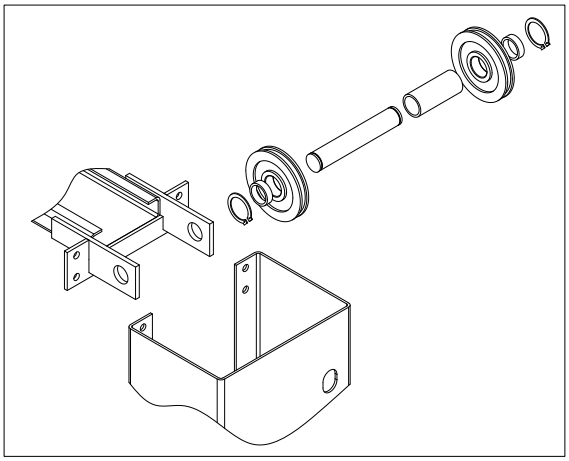

Fig. 34
• Connect crossbeams to both columns to both columns to Fig. 34. (Notice that the limit switch is inside the main column.)